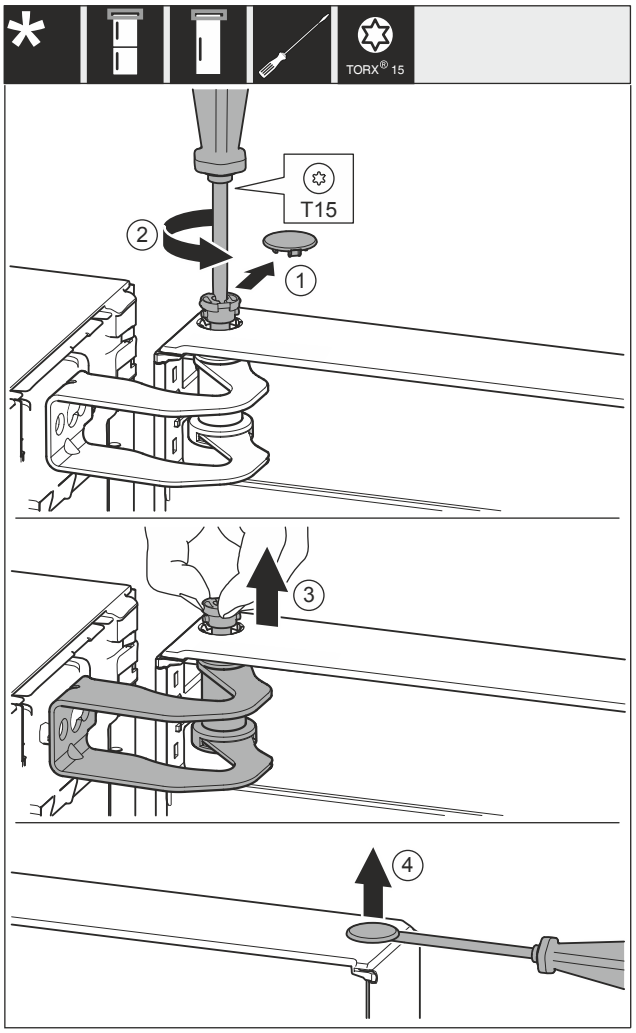

Fig. 12
- ▶ Abdeckung *Fig. 12 (1)* vorsichtig entfernen.
- ▶ Bolzen *Fig. 12 (2)* mit Schraubendreher ein Stück herausdrehen.
- ▶ Bolzen *Fig. 12 (3)* mit den Fingern herausziehen.
- ▶ Abdeckung *Fig. 12 (4)* vorsichtig mit einem Schraubendreher anheben und entfernen.